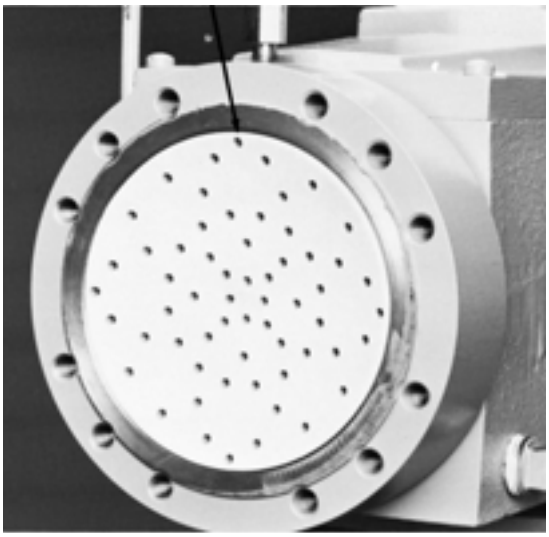

Figura 16
13. Antes de montar la cabeza de impulsión, asegúrese de que la placa de disco de la cabeza de bombeo está bien asentada en la cabeza, con la cavidad cónica orientada hacia la membrana, y con uno de los cuatro orificios más cercanos al borde de la placa situado junto a la parte superior de la cabeza de bombeo (Figura 16). Con ello se asegura la expulsión de los gases hacia el exterior de la cavidad.